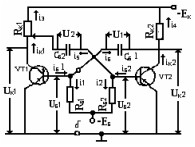

Рис. 1.11
11. Показать по схеме мультивибратора с КБ связями и дополнительным источником смещения (рис.1.11) путь прохождения тока при открытом состоянии транзистора VT1. Начертить временную диаграмму $U_{к2}(t)$.